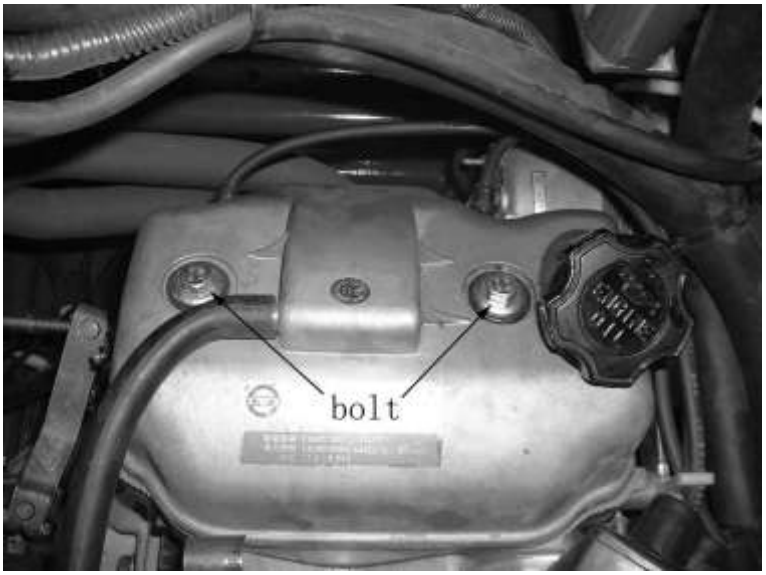

Figure 60
2) Remove the rocker cover of head by removing two bolts (**See** Figure 60)